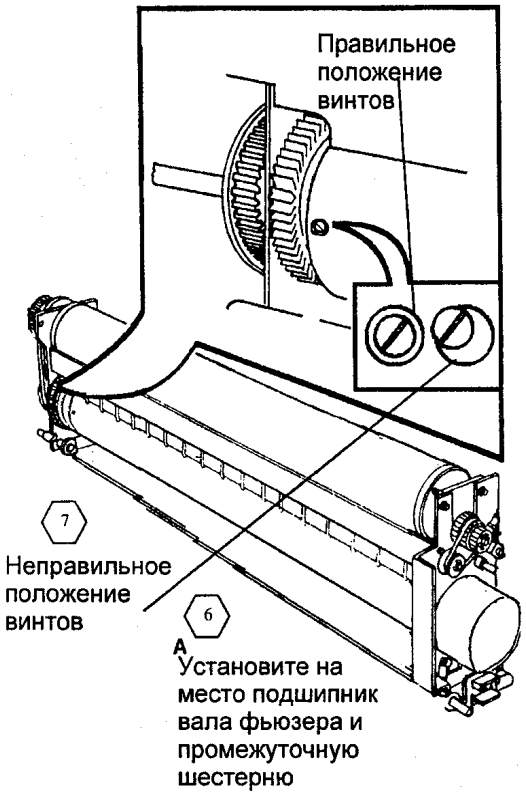

Рис. 12 Расположение винтов в отверстиях
7 *ШАГ 19А: Убедитесь, что головки винтов находятся по центру отверстий в вале фьюзера, как показано на рис. 12 А.*
16. (РИС. 12): УСТАНОВИТЕ ПОДШИПНИК ВАЛА ФЬЮЗЕРА НА МЕСТО.